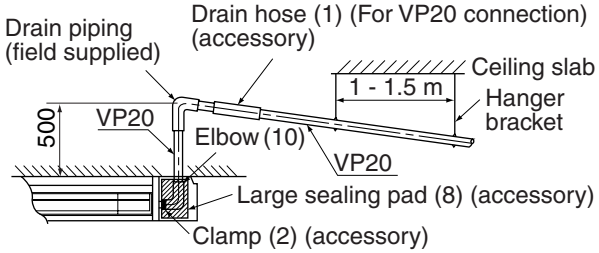
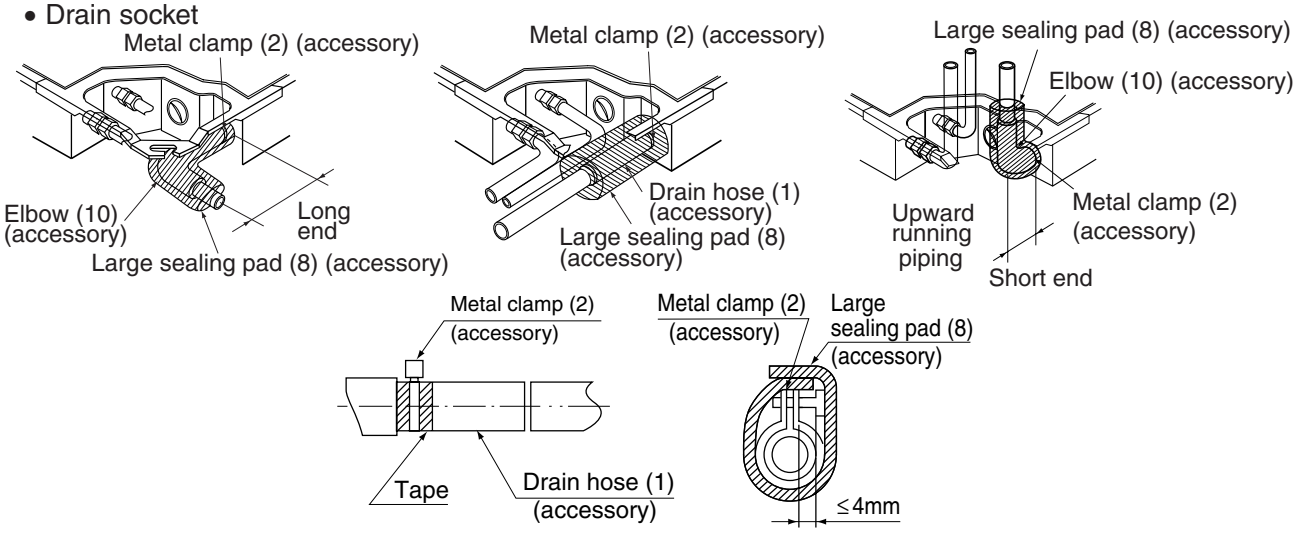

Fig. 26
Fig. 28
1. Rig drain piping (Refer to Fig. 26)
- To keep the drain hose from sagging, space hanging wires every 1 to 1.5 m. **(Refer to Fig. 26)**
- Use only the included drain hose (1), (for rightward running drain hose) or elbow (10) (for upward running drain hose) and clamp (2).
- Fit the drain hose (1) or elbow (10) over the drain pipe up to the neck and fasten tight with the clamp (2).
- Insulate the clamp (2) and drain hose or elbow (10) with the included sealing pad (8). **(Refer to Fig.28)**